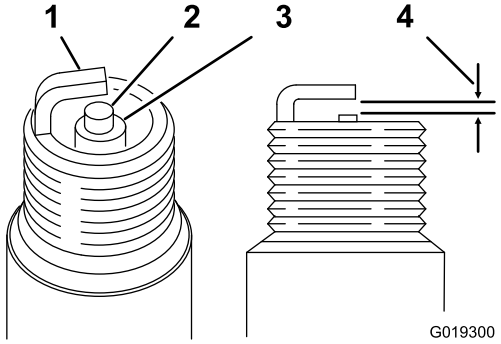

Figur 27
3. Se till att luftgapet är korrekt (Figur 27).